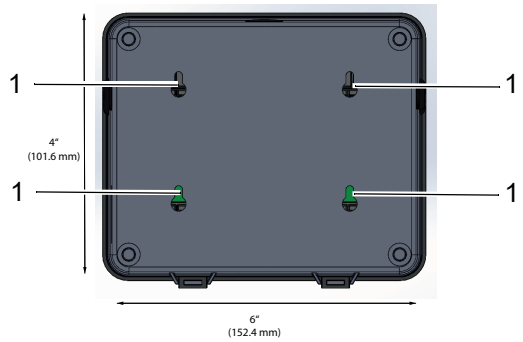

*Fig. 3 Achterzijde toestel*
- Met de juiste hardware. Zorg ervoor dat de hardware geschikt is voor het montageoppervlak en 40 lb (18 kg) kan dragen zonder los te raken of schade te veroorzaken aan de hardware of het montageoppervlak. Gebruik alle vier montagegaten op het toestel (zie Fig. 3).